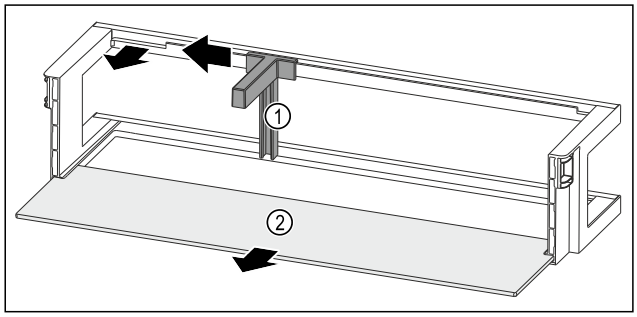

Fig. 193 Door rack with bottle holder and shelf
- ▶ Slide the bottle holder *Fig. 193 (1)* to the side as far as the recess.
- ▶ Remove the bottle holder *Fig. 193 (1)*.
- ▶ Remove the shelf *Fig. 193 (2)*.